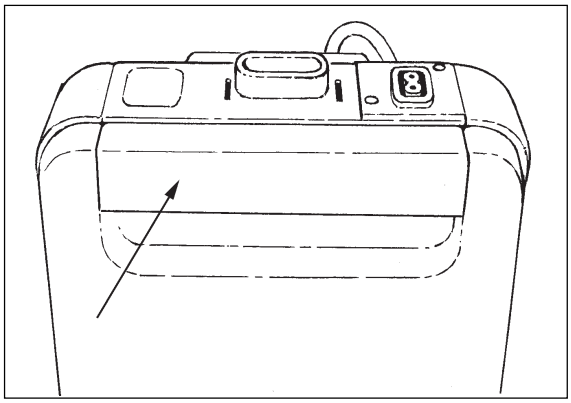

Figura 3
2. Abra la parte delantera del alojamiento del depósito. Para abrir el alojamiento del depósito, presione la barra de liberación del depósito. Consulte la figura 3.